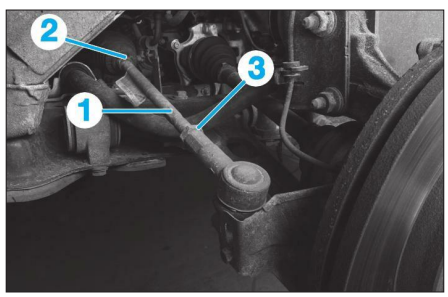

**Fig. 4**
• Le parallélisme se règle par l'allongement ou le raccourcissement de la longueur des biellettes de direction (1), en les tournant par leur empreinte hexagonale, après avoir desserré le collier (2) et le contre-écrou (3) (**Fig.4**).
• Serrer les écrous (3) au couple de serrage prescrit.